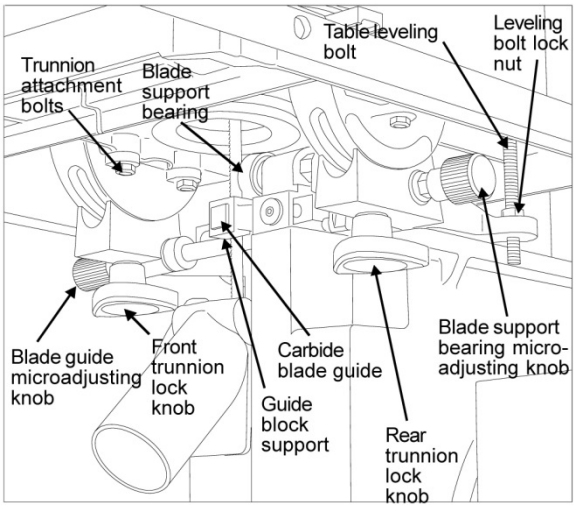

Figure 13: Lower Blade Guide Support – Rear View
10. With everything is locked down, look at the pointer for the angle gauge. It should be exactly on the zero mark of the gauge (Figure 13). If not, loosen the pointer screw, adjust the pointer until it is on zero, then tighten the pointer screw while holding the pointer securely in position on zero.
3. If the measurements are not equal at both ends of the slot, loosen six bolts securing the table to the table trunnions (see Figures 13 and 14.)
17. Using the micro-adjusting knob, move the lower blade support assembly (Refer to Figure 13) forward until the support bearing just contacts the back edge of the saw blade.